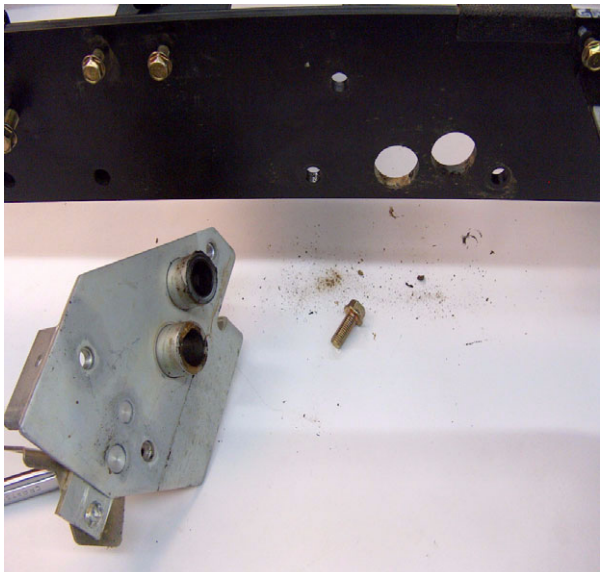

Fig. 11
16.Remove the pedal fulcrum from the frame of the tractor **(Fig. 11)**.